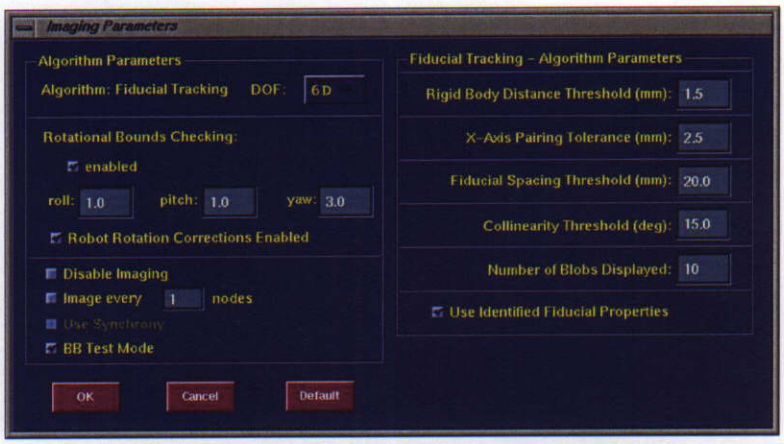

**Figure 5 BB Test Mode in the Imaging Parameters Window**
**Step 3.** Observe that an Imaging Parameters window (*Figure 5 BB Test Mode in the Imaging Parameters Window, page 6*) appears.
**Step 4.** Select the BB Test Mode in the Imaging Parameters window as shown in *Figure 5 BB Test Mode in the Imaging Parameters Window, page 6* and select **OK**.
**Step 7.** Observe that the Equipment Ready window appears and that BB Test Mode is selected as shown in *Figure 5 BB Test Mode in the Imaging Parameters Window, page 6*.